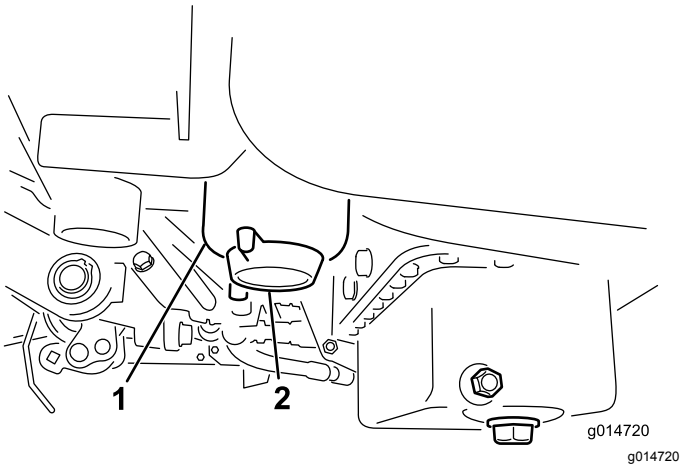

**Rysunek 33**
2. Oczyść obszar wokół miejsca zamontowania filtra (Rysunek 33).
4. Odkręć korek spustowy filtra (Rysunek 33).